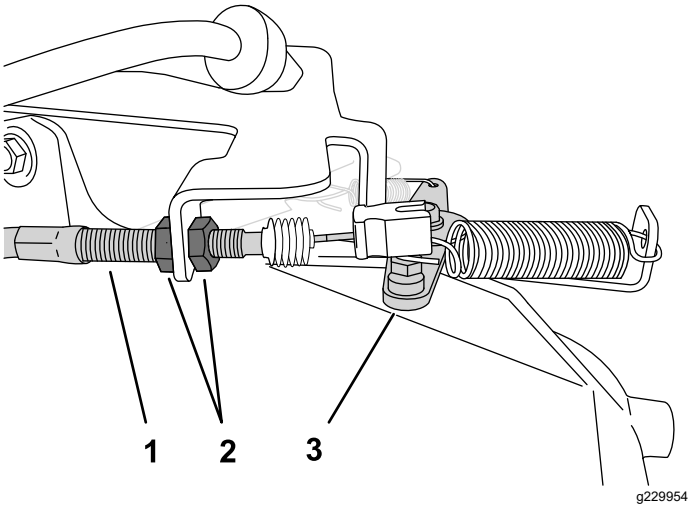

Rysunek 44
2. Przy osłonie linki przepustnicy poluzuj przednią nakrętkę zabezpieczającą i dokręć tylną nakrętkę zabezpieczającą, aby zwiększyć niskie obroty biegu jałowego (Rysunek 44).